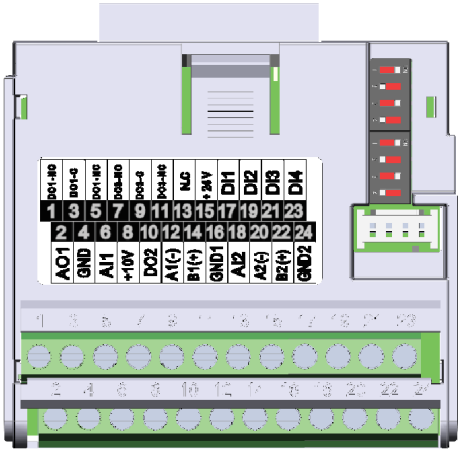

Figura 20.4: *Módulo Plug-in CFW500-CRS485*
O módulo plug-in CFW500-CRS485 tem a interface Serial (1) através da porta RS-485 nos bornes 12 (A1-) e 14 (B1+), bem como a interface Serial (2) também através de outra porta RS-485 nos bornes 20 (A2+) e 22 (B2+), veja Figura 20.4 na página 20-1. Veja também, o GND1 no terminal 16 e GND2 no terminal 24 estão isolados um do outro e do GND no terminal 4.